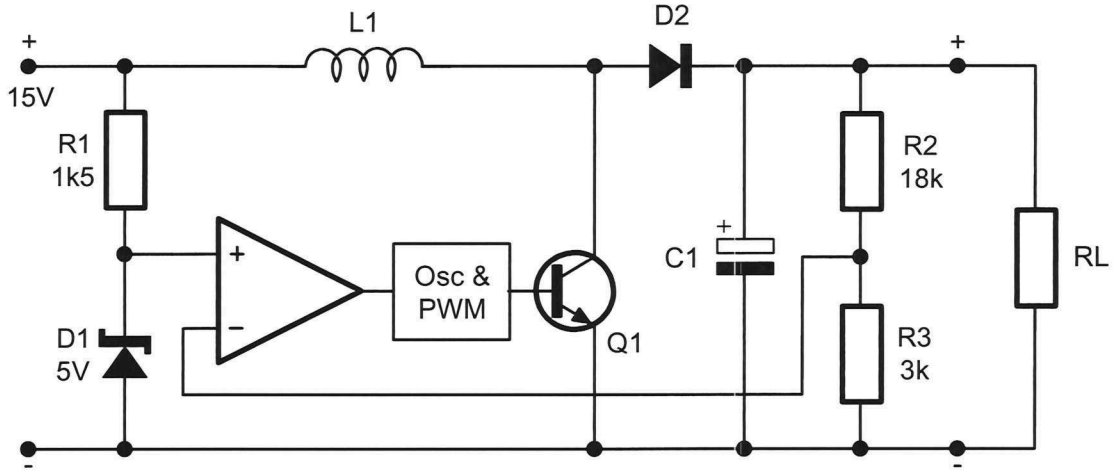

Figure 6
2. Calculate the output voltage of the circuit in Figure 6 below.